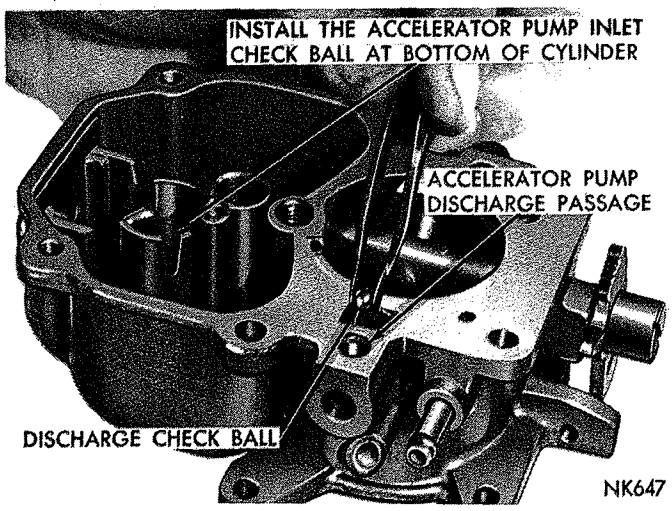

***Fig. 9—Installing Accelerator Pump Discharge and Intake Check Balls***
(1) Install accelerator pump discharge and intake check balls in their respective passages, as shown in (Fig. 9).